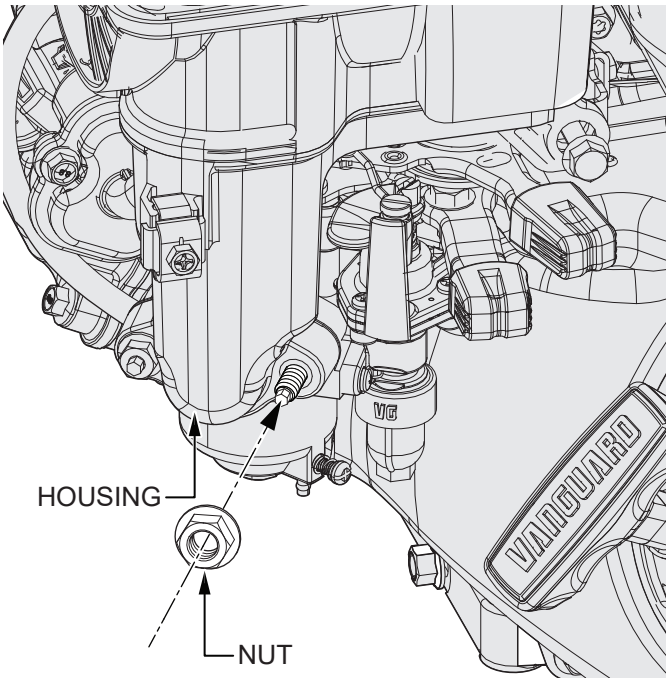

Figure 18. Secure Housing With Nut
13. Secure the **housing** in place using the **nut** (Figure 18) that was removed earlier.